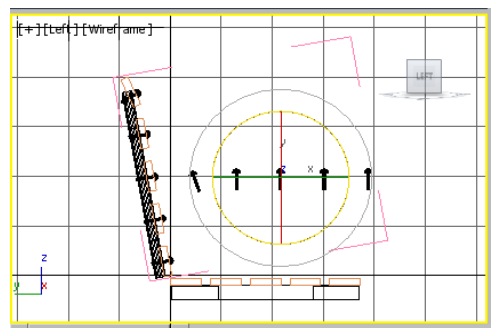

Figure 2-89 *Rotating the right side seat rivets group in the Left viewport*
8. Choose the **Select and Rotate** tool and select *right side seat rivets* in the Left viewport. Then, move the cursor over the Z-axis. Now, press the left mouse button and drag the cursor in the counterclockwise direction to rotate *right side seat rivets* until the angle of rotation in the **Z** spinner becomes **80**, refer to Figure 2-89.